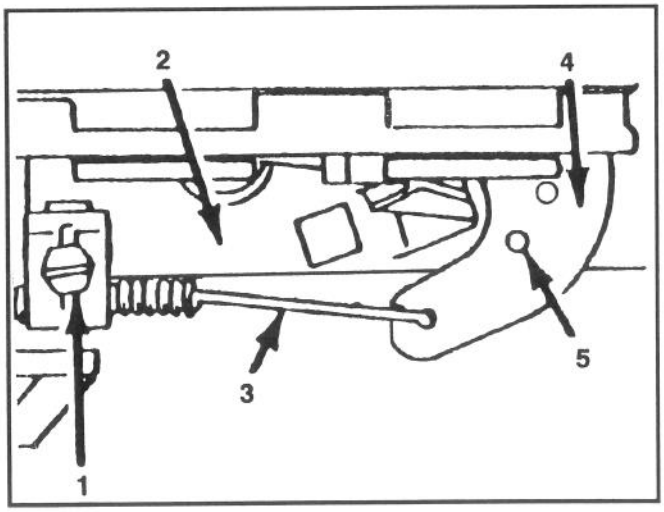

Abbildung 19
3. Die Schraube der Kabelklemme lösen, bis das Gaszugkabel durchrutscht (Abb. 19).
4. Das Gaszugkabel nach links oder rechts bewegen, bis die Löcher im Gashebel mit denen in der Halterung übereinstimmen (Abb. 19).